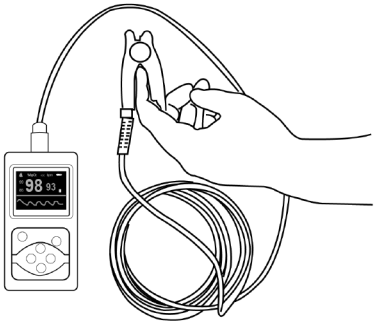

Figure 6
- Le doigt doit être placé correctement (voir figure 6 ci-jointe), car une mauvaise installation ou position de contact du capteur influencera la mesure.
Reportez-vous à la figure 6.
(La sonde réelle peut être différente de celle de la figure 6, veuillez accepter la sonde réelle du dispositif)